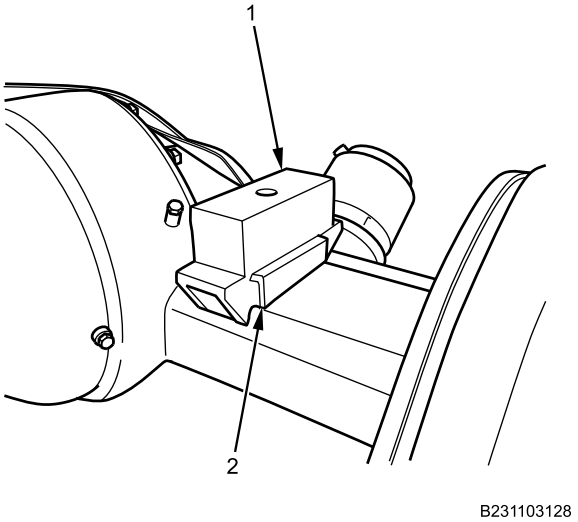

Figure 16. Block and Wedge.
24. Lift off block (Figure 16, Item 1) from wedge (Figure 16, Item 2) on rear axle assembly.